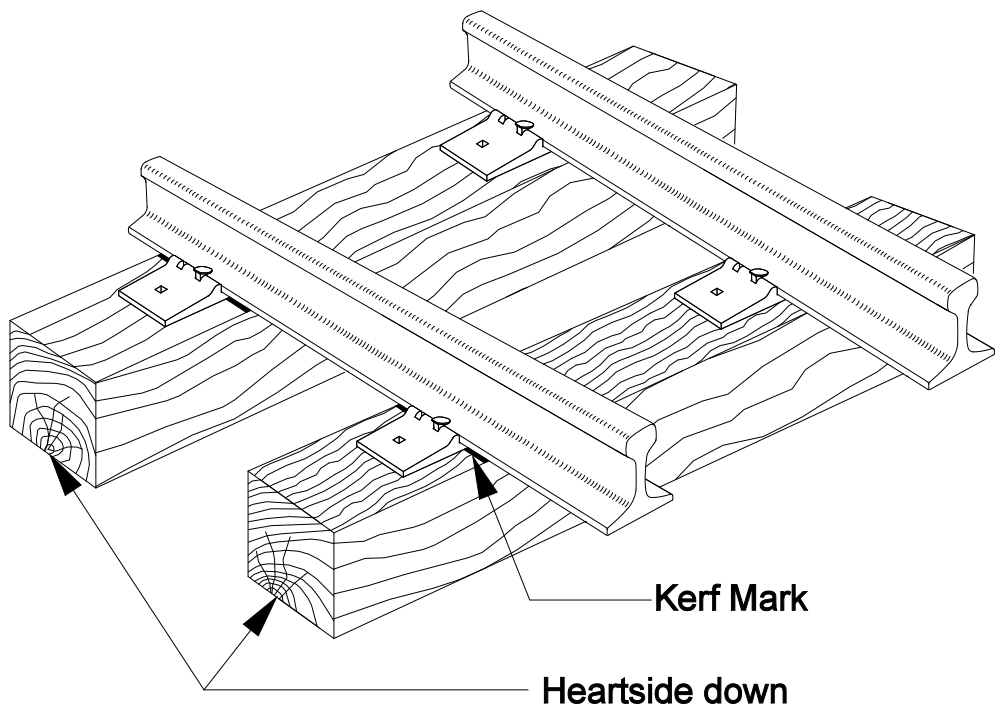

Figure 3-B
8. Install ties with "sap side" kerf marks (1/8-inch grooves cut into the top of the tie) facing up. This places the ties' harder heartwood down on the ballast as shown in Figure 3-B.